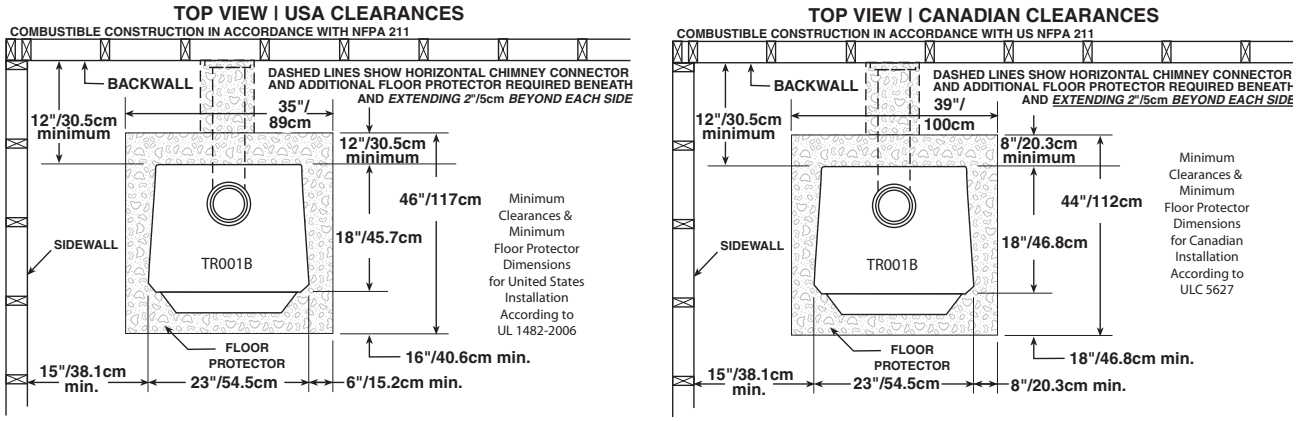

Fig. 10 – Top View Minimum Clearance Dimensions from Combustible Surfaces
1. The stove must be placed on solid concrete, solid masonry, or when installed on a combustible floor, on an UL 1618 Type 2 listed floor protector, such as Hy-C or Imperial Model UL 3648BK (US) or UL4048BK (CAN) or equivalent. **Floor protector must be 1/2˝/13mm minimum thickness** ("k" value = 0.84, R value = 0.59, see page 24 for calculation formulas) non-combustible material or equivalent. **US Requirements:** The floor protector must extend at least 16˝/41cm beyond the front of the access door, 6˝/15.2cm to the sides and 12˝/30.5cm beyond the rear. Floor protection material must extend under and 2˝/51mm beyond either side of the stove pipe connector if it is elbowed towards a wall. (See figures 10–12 and consult local building codes and fire protection ordinances.) **Canadian Requirements:** The base must extend at least 18˝/46.8cm beyond the front of the access door, 8˝/20.3cm to the sides, 8˝/20.3cm behind the stove and must extend under and 2˝/51mm beyond either side of the stove pipe if it is elbowed towards a wall. (See figures 10–12 and consult local building codes and fire protection ordinances).
CAUTION: (FIRE HAZARD) CARPETING AND OTHER COMBUSTIBLE MATERIAL SHALL NOT COVER THE FLOOR PROTECTOR. THESE MATERIALS MUST REMAIN OUTSIDE OF COMBUSTIBLE CLEARANCES, SEE FIGURES 10 – 12.
4. After observing the clearances to combustible materials (figures 10–12), locate your floor protector accordingly (figure 10) and carefully place the stove in your selected location. Install stove pipe, elbows, and thimble as required, utilizing either a recently cleaned and inspected 6˝/152mm masonry chimney or a 6˝/152mm i.d. UL 103 HT (US)/ULC-S629 (CDN) listed manufactured chimney.
5. Use round 6˝/152mm dia., minimum 24 MSG black or 26 MSG blue steel stove pipe to connect the stove to the chimney. DO NOT USE GALVANIZED DUCT PIPE AS A CONNECTOR. Secure pipe sections with three (3) sheet metal screws no more than a maximum of 3˝/76mm apart in each stove pipe and/or elbow joint to firmly hold the pipe sections together. DO NOT CONNECT THIS STOVE TO ANY AIR DISTRIBUTION OR DUCT SYSTEM.
6. Recheck clearances from the stove, connector stove pipe, and corner clearances using the illustrations in figures 10–12 and your local building codes or fire protection ordinances.